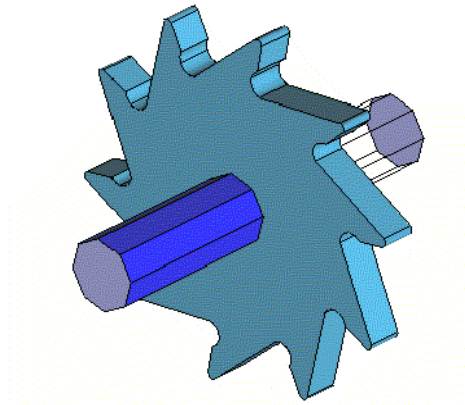

Figure 6. Visualization of the new surfaces created at one end of the axle
2. Choose the option **Surfaces** from the **Do Extrude** menu in the **Copy** window. Click **Select** and select the lines defining the hole in the wheel. Press **ESC**. (See Figure 6.)